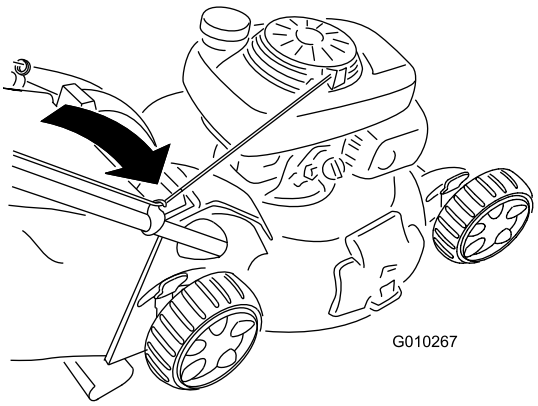

Figur 26
2. Før startsnoren rundt den nedre snorføreren (Figur 26).